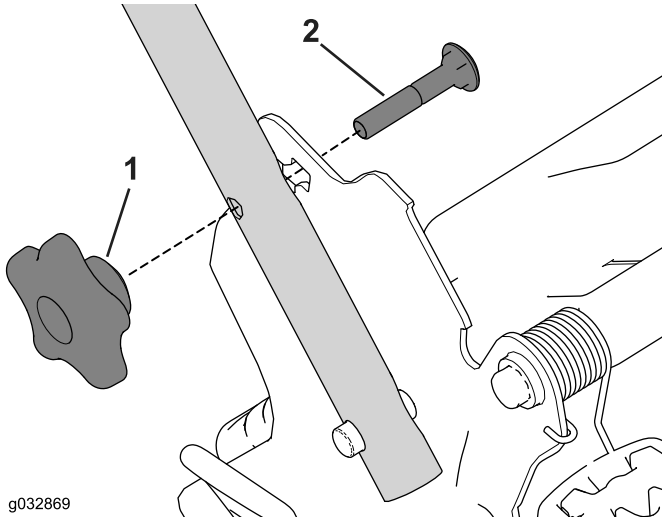

Figura 6
4. Inserte el perno de cuello cuadrado (con la cabeza del perno hacia el interior) a través del orificio cuadrado superior o inferior del soporte del manillar y del orificio superior del extremo del manillar (Figura 6).